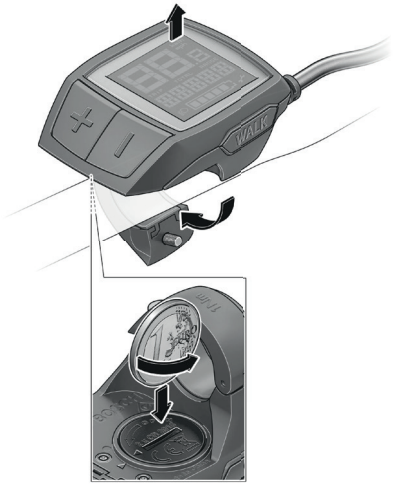

Afbeelding 33: De batterijen van het Purion display vervangen
3. Open het deksel van het batterijvakje **99** door een muntje te gebruiken en het tegen de wijzers van de klok in te draaien (zie afbeelding 33).